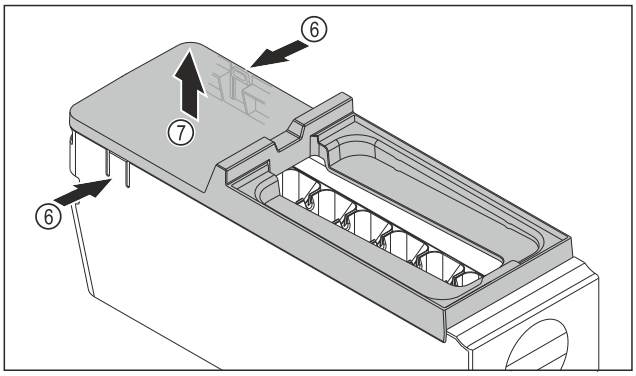

Fig. 106
▶ Removing the EasyTwist-Ice body cover: Push the tabs *Fig. 106 (6)* on both sides of the EasyTwist-Ice body with one hand.
▶ Use the other hand to remove the cover *Fig. 106 (7)* upwards.